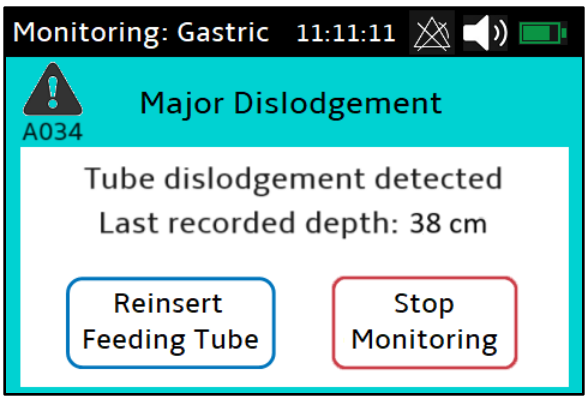
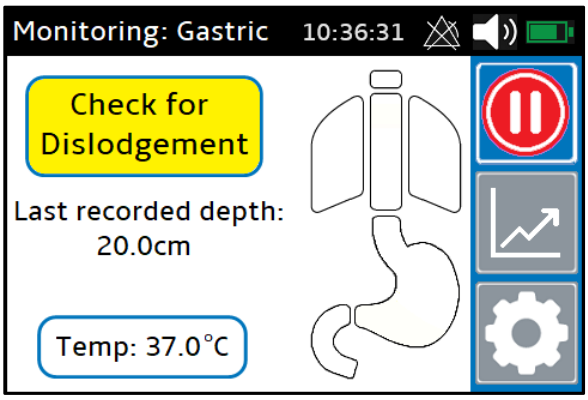

Figure 20: Major Dislodgement Alarm
Figure 22: Major Dislodgement Message
- Major Dislodgement Alarm (Figure 20): Monitor detects that a significant length of the feeding tube has been pulled out-of-body. In this scenario, the user should repeat the guided insertion procedure (including the Safety Check and Stomach Check) to navigate back to the stomach. If Major Dislodgement Alerts are disabled by the user in the Settings screen, a smaller "Check for Dislodgement" message is displayed in the Placement screen instead (Figure 22).